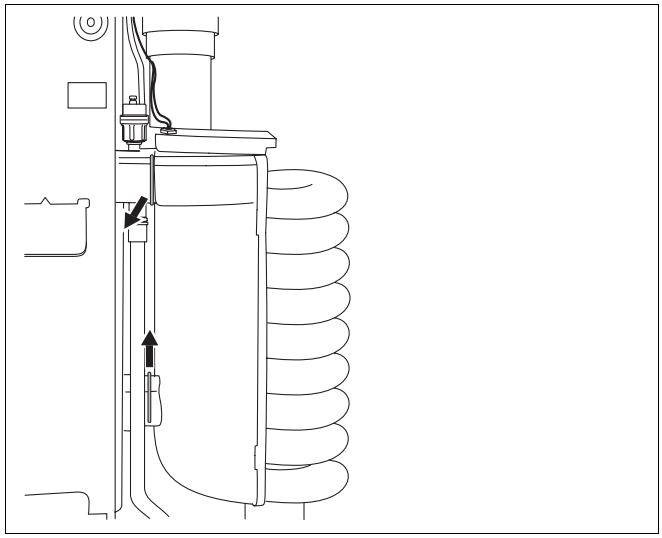

Rys. 53 Zawleczki zabezpieczające
- Usunąć zawleczki zabezpieczające na przewodzie zasilania i powrotu (rys. 53) wymiennika ciepła.